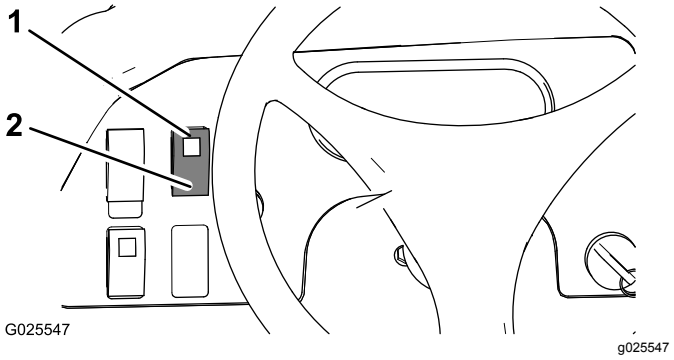

Figur 24
- Trykk utjevningssperrebryteren opp for å aktivere utjevningssperren (Figur 24).
- Trykk utjevningssperrebryteren opp for å deaktivere utjevningssperren (Figur 24).